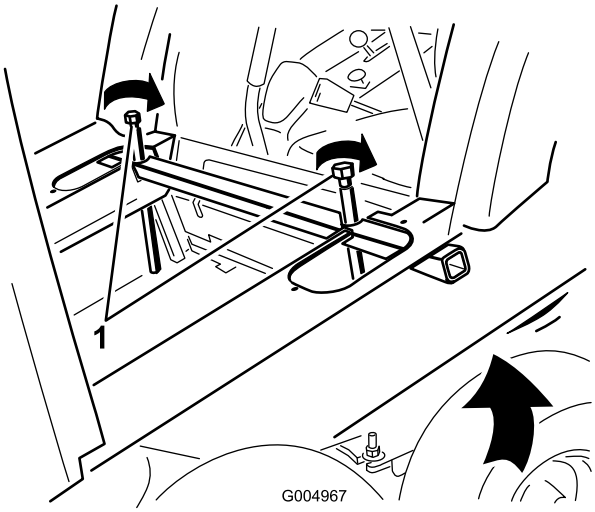

**Rysunek 106**
**Informacja:** Jeżeli tylna część kabiny nie jest na tyle wysoko, aby bezpiecznie minąć dźwignie sterujące, równomiernie wkręcaj na przemian śruby do podnoszenia po obu stronach rury do podnoszenia, aby unieść tylną część kabiny (Rysunek 106).